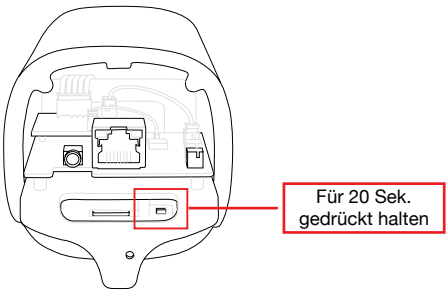

Abb. 2
2. Innerhalb der Kamera sehen Sie dann rechts neben dem MicroSD-Karten-Einschub einen kleinen schwarzen Druckknopf. Halten Sie diesen Druckknopf für 20-Sekunden gedrückt. Sobald Sie den Druckknopf loslassen, wird die Kamera auf Werkseinstellungen zurückgesetzt. **(siehe Abb. 2)**